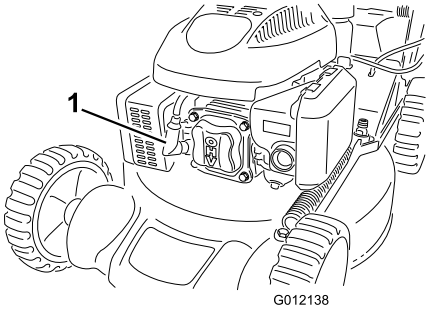

Figur 18
2. Lossa tändkabeln från tändstiftet (Figur 18) innan du utför underhåll.
2. Lossa tändkabeln från tändstiftet (Figur 18).